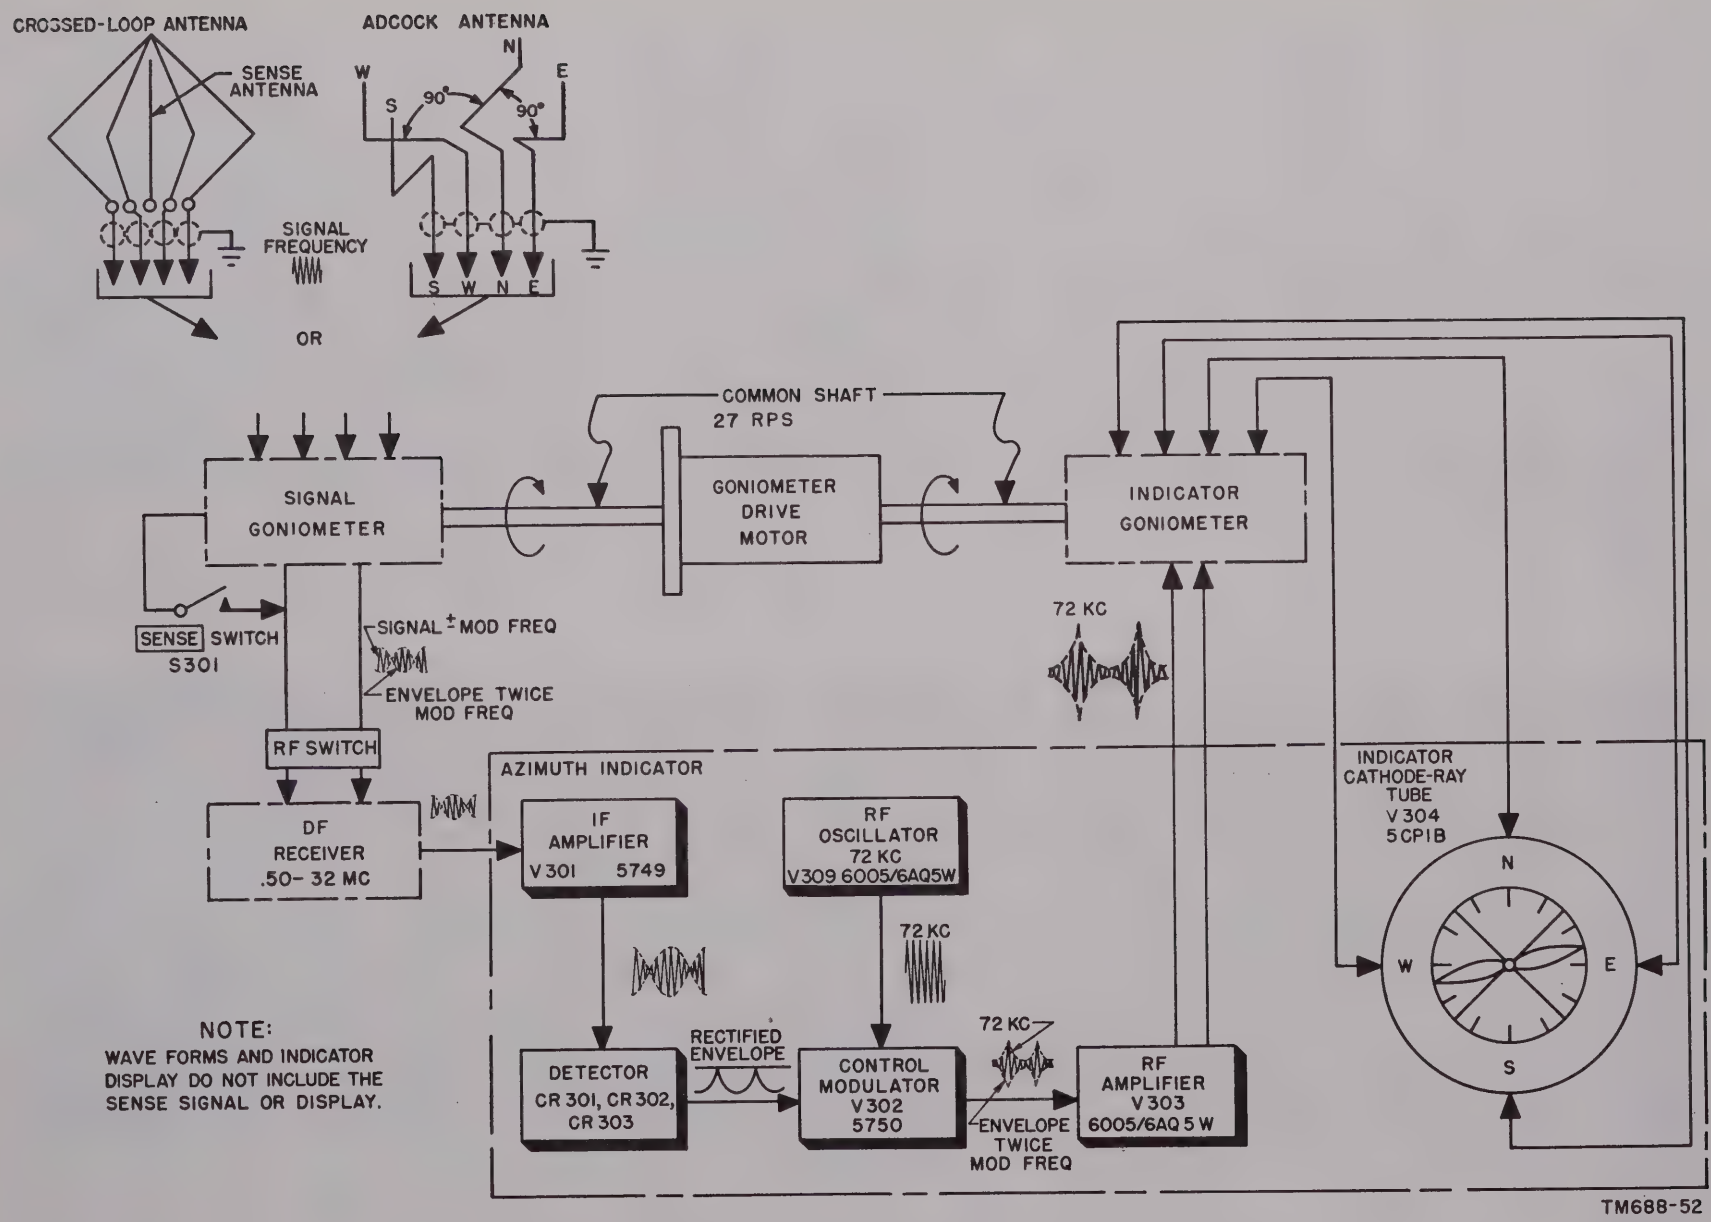

Figure 56. Functional block diagram, instantaneous visual operation.
c. The manner in which the various direction finding components of Direction Finder Set AN/TRD–4A are interconnected is shown in the cabling and interconnecting diagrams (fig. 138). Paragraphs 112 through 114 describe the overall functioning of the major components in conjunction with the block diagrams shown in figures 56, 57, and 58. Paragraphs 115 through 162 present the individual circuitry of each component in detail.
112. Instantaneous Visual Operation (fig. 56)